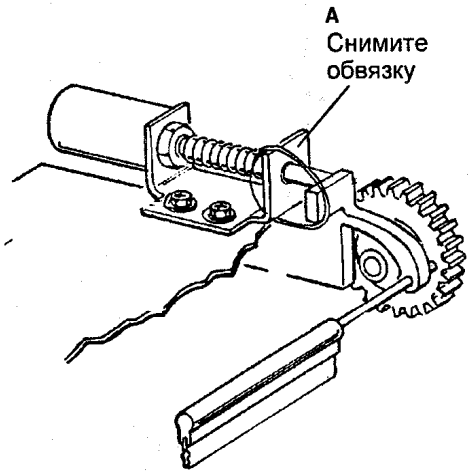

Рис. 7 Снятие обвязки на грузике соленоида
9. (РИС. 7): СНИМИТЕ ОБВЯЗКУ НА ГРУЗИКЕ СОЛЕНОИДА